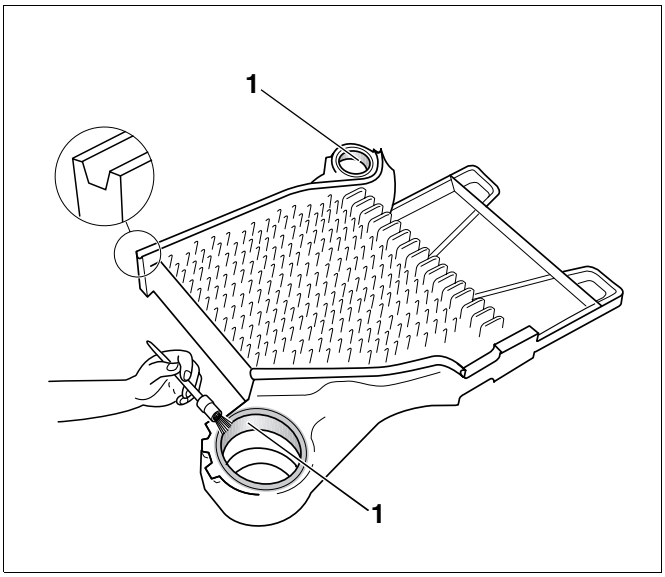

Рис. 7 Нанесение сурика на ступицы котла
- Очистить уплотнительные поверхности ступиц котла (рис. 7, **поз. 1**) ветошью, пропитанной бензином.
- Равномерно смазать суриком уплотнительные поверхности ступиц (рис. 7, **поз. 1**).